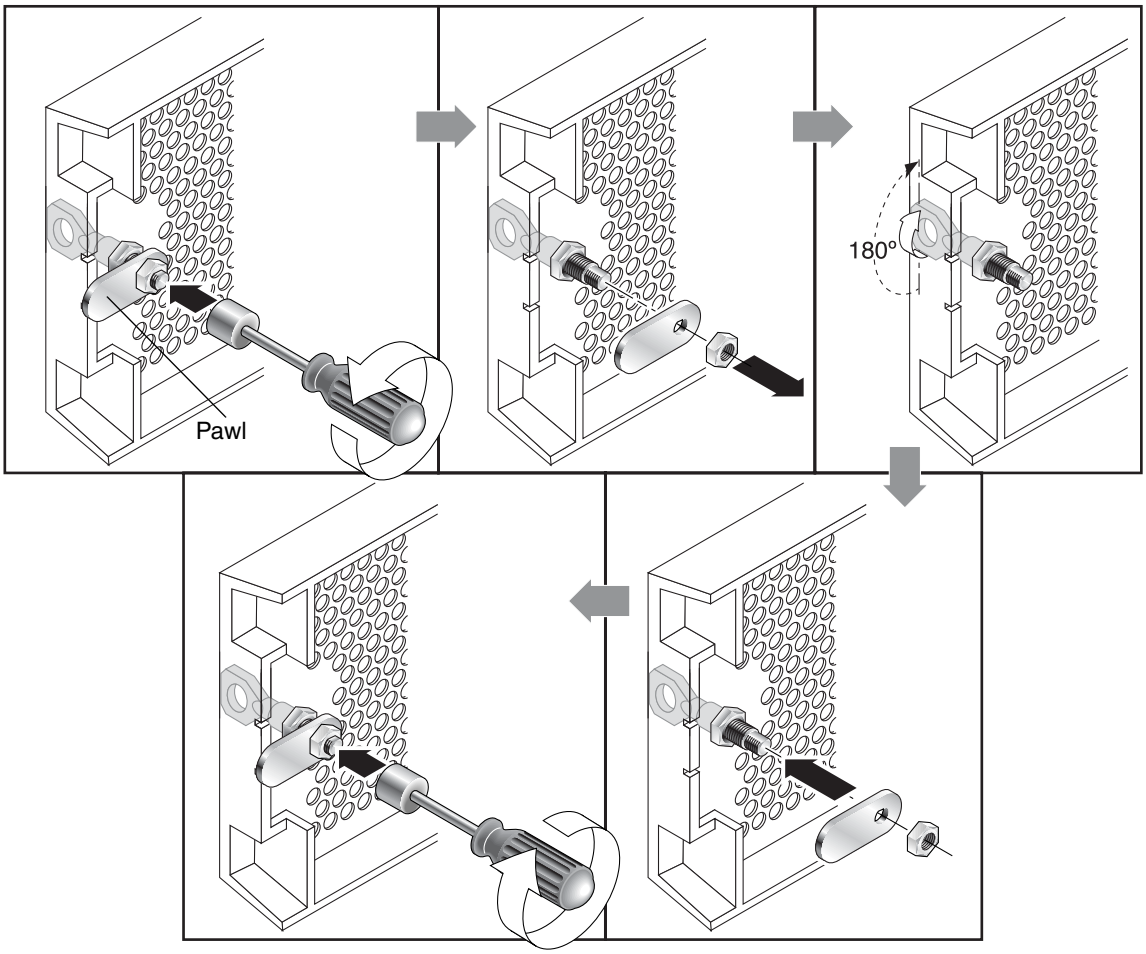

Figure 1-2 Sequence of Steps to Change Front Bezel Locks So Keys Cannot Be Removed
1. Remove the bezel by gently pivoting the swing arms out of their ear sockets, and make sure the key is in the locked position, with the pawl extending horizontally past the edge of the bezel (see the first panel of Figure 1-2).
2. Hold the key in place and use a 12-mm or 3/8-inch nut driver to remove the locking nut that holds the pawl in place, as shown in the first panel of Figure 1-2.
3. Lift the pawl off the threaded part of the lock body, as shown in the second panel of Figure 1-2.
5. Use the key to turn the lock 180 degrees, as shown in the third panel of Figure 1-2.
6. Replace the pawl in the same orientation as before, as shown in the fourth panel of Figure 1-2.
7. Hold the key in place and use the nut driver to refasten the locking nut that holds the pawl in place, as shown in the fifth panel of Figure 1-2. Be careful not to cross-thread the nut.